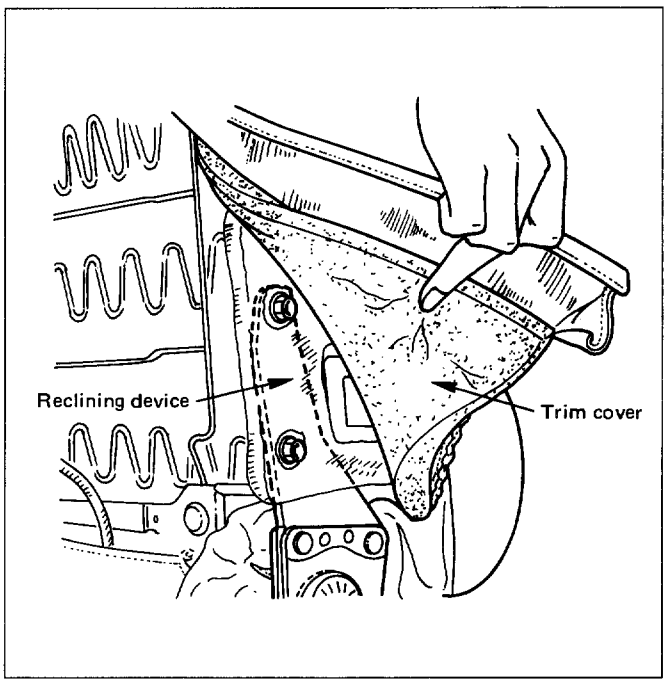

Fig. 10-201
13. **Reclining device (Fig. 10-201)**